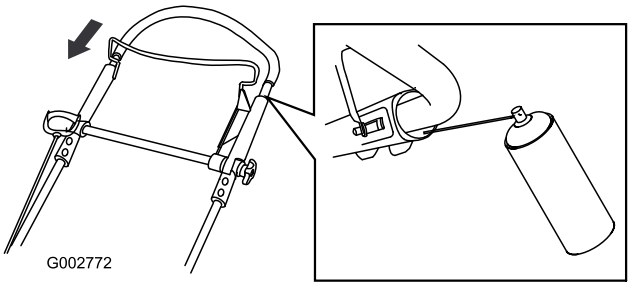

Figur 43
2. Skub det øverste håndtag helt ned og sprøjt på det ydre håndtags indre plastikoverflade (Figur 43).